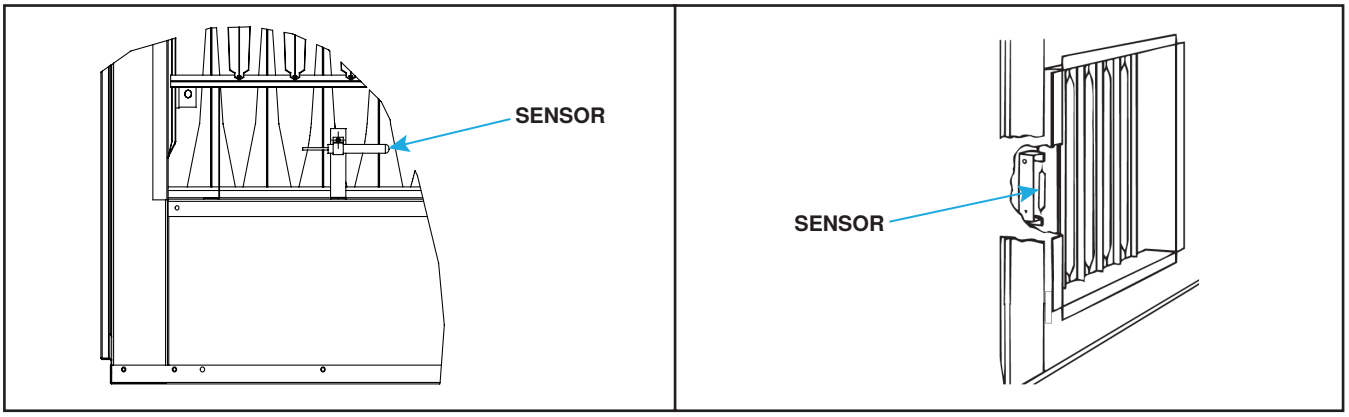

Figure 6. Shipping Locations of Capillary Sensor
Depending on the gas control option, the discharge air temperature sensor is either factory- or field-installed. Field-installed sensors have one of two configurations: a sensor and mixing tube assembly or a sensor holder and junction box assembly. For units with the sensor holder and junction box assembly option, the sensor is normally installed on a bracket in the furnace discharge for shipping but it may be mounted in the cabinet leg (see **Figure 6**).
(1) Before connecting ductwork to furnace, remove capillary sensor from its shipping position on furnace (see **Figure 6**).